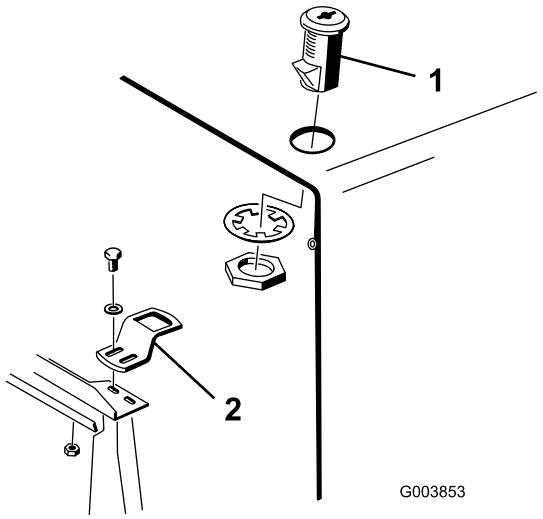

Figur 4
3. Montera låsbrytaren till motorhuven med en låsbricka och mutter. Sätt brytaren med spärren riktad mot maskinens främre del (Figur 4).
4. Montera fästet till motorhuvsspärren löst på kylarstödet med två bultar (1/4 x 3/4 tum), planbrickor och låsmuttrar (Figur 4).